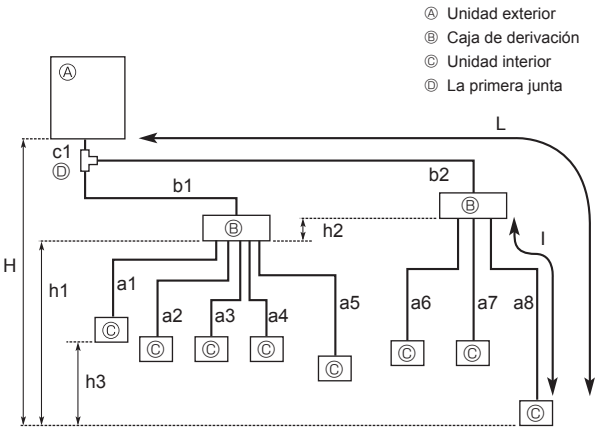

Fig. 5-1
5.2. Longitud de los tubos y diferencia de altura (Fig. 5-1)